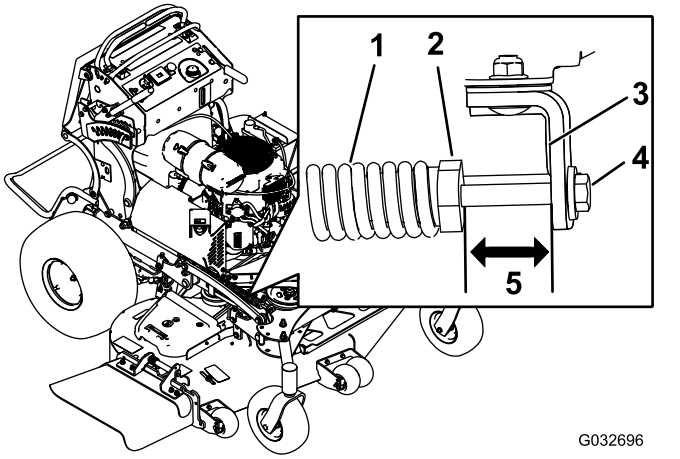

Figura 96
2. Compruebe la distancia entre la tuerca del muelle y el lado trasero del soporte de montaje soldado (Figura 96).
3. Asegúrese de que la longitud es de 51 mm (2") para carcasas de corte de 122 y 132 cm (48" y 52") y de 38 mm (1.5") para carcasas de cortacésped de 152 cm (60"), como se muestra en la Figura 96.
4. Si es necesario, ajuste la distancia ajustando el perno situado en la parte delantera del soporte de montaje (Figura 96).